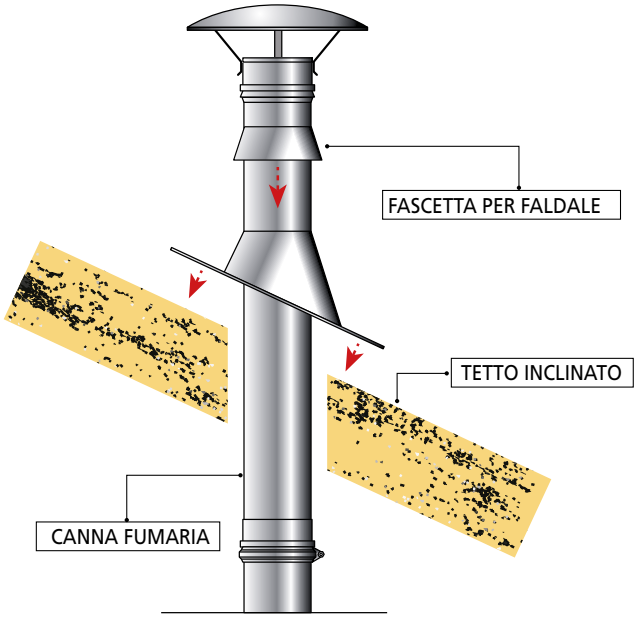
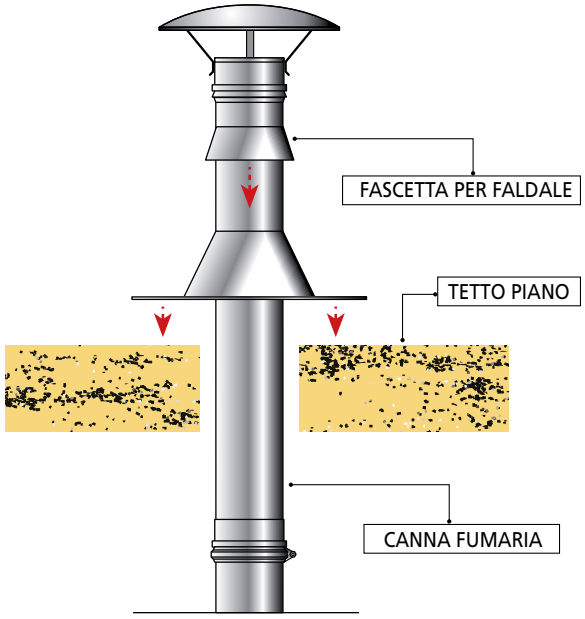

FIGURA 15A
FIGURA 15B
- avvolgere l'elemento lineare e il cono del faldale con la fascetta per faldale serrando le viti e sigillando il tutto con un leggero velo di silicone (**figura 15A** e **figura 15B**).